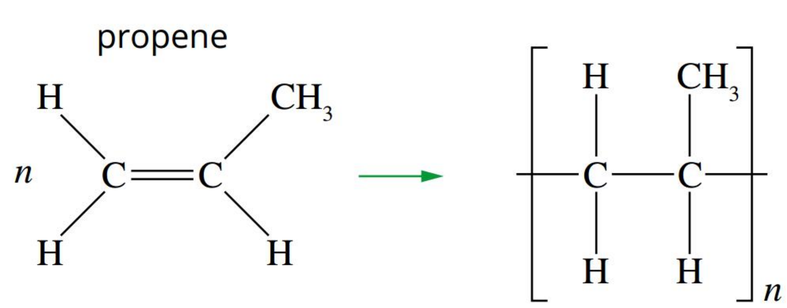

FIGURE 10.4.11 Propene undergoes addition polymerisation to form polypropene.
Polypropene (PP) is an addition polymer made from the monomer propene ($CH_2{=}CHCH_3$), as shown in Figure 10.4.11.